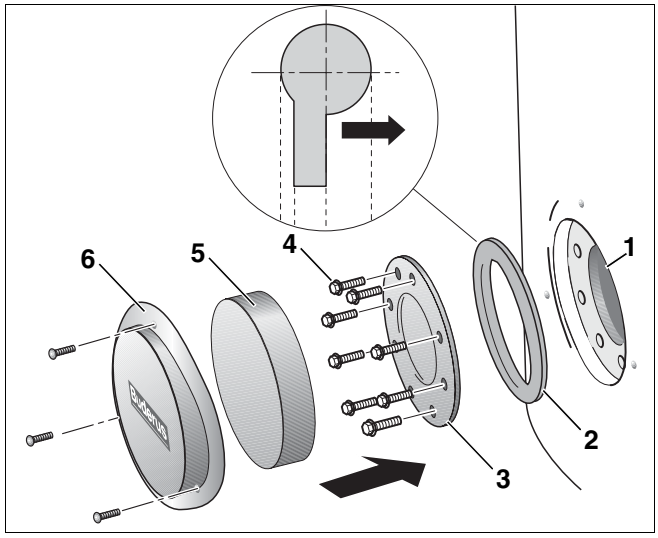

Rys. 13 Montaż pokrywy otworu wyczystkowego
- Włożyć nową uszczelkę pokrywy (rys. 13, **poz. 2**) do otworu wyczystkowego (rys. 13, **poz. 1**). Należy przy tym zwrócić uwagę na właściwy kierunek włożenia uszczelki pokrywy otworu wyczystkowego. Wytłoczone oznaczenie "Deckelseite" (strona od pokrywy) musi być skierowane w stronę pokrywy otworu wyczystkowego.
- Mocno wkręcić śruby z łbem sześciokątnym (rys. 13, **poz. 4**) do pokrywy otworu wyczystkowego (rys. 13, **poz. 3**).
- Założyć krążek termoizolacyjny (rys. 13, **poz. 5**) i pokrywę otworu wyczystkowego (rys. 13, **poz. 6**).